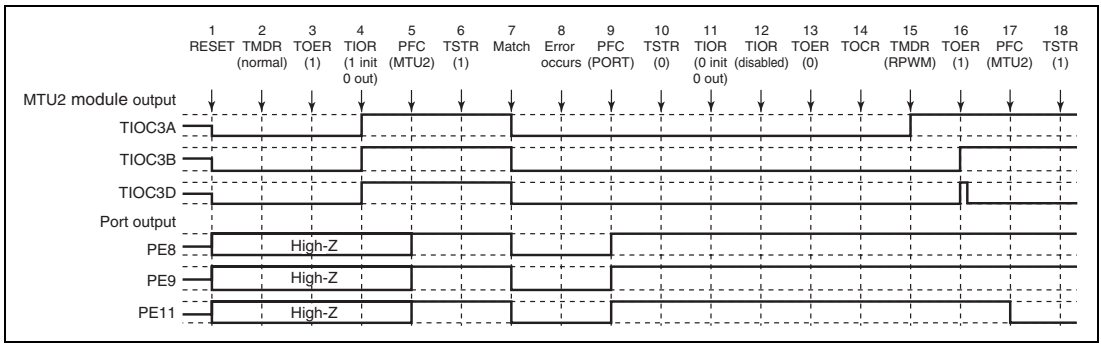

**Figure 10.143 Error Occurrence in Normal Mode, Recovery in Reset-Synchronized PWM Mode**
**Operation when Error Occurs during Normal Mode Operation, and Operation is Restarted in Reset-Synchronized PWM Mode:** Figure 10.143 shows an explanatory diagram of the case where an error occurs in normal mode and operation is restarted in reset-synchronized PWM mode after re-setting.